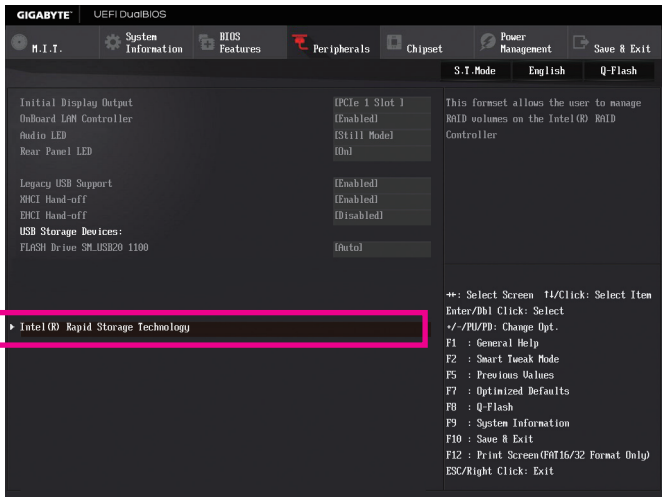

図 3
システムの再起動後、再度 BIOS セットアップに入ります。続いて **Peripherals\Intel(R) Rapid Storage Technology** サブメニューに入ります (図 3)。